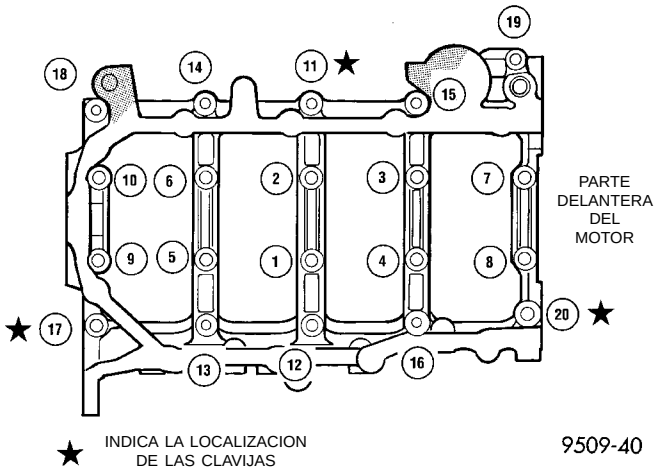

Fig. 70 Secuencia de torsión de las tapas de cojinete principal/bancada
(5) Instale los cojinetes principales inferiores en la tapa/bancada del cojinete principal. Cerciórese de que las lengüetas de cojinete se asienten en las muescas de la bancada. Instale el cojinete principal/bancada en el bloque del motor.
(6) Antes de instalar los pernos, deben engrasarse las roscas con aceite de motor limpio. Limpie el exceso de aceite.
(7) Instale apretando a mano los pernos 11, 17 y 20 de la bancada del cojinete principal al bloque del motor. Apriete estos pernos juntos hasta que la bancada toque el bloque de cilindros. Apriete los pernos con una torsión de 30 N·m (22 lbs. pie) (Fig. 70).
(8) Instale los pernos de la bancada del cojinete principal al bloque del motor (del 1 al 10) y apriete
cada perno con una torsión de 81 N·m (60 lbs. pie), en la secuencia que se muestra en la (Fig. 70).
(9) Instale los pernos de la bancada del cojinete principal al bloque del motor (11 al 20), con los espárragos del deflector en las posiciones 12, 13 y 16 y apriete cada perno con una torsión de 30 N·m (22 lbs. pie), en la secuencia que se muestra en la (Fig. 70).
(10) Después de instalar la bancada del cojinete principal, verifique la torsión de giro del cigüeñal. Esta no debe exceder los 5,6 N·m (50 lbs. pulg.).
(11) Instale la bomba de aceite. Si debe verificarse el juego longitudinal del cigüeñal, consulte los procedimientos de servicio en esta sección.
(12) Instale la rueda dentada del cigüeñal.
(13) Instale el adaptador del filtro de aceite y el filtro. Consulte el procedimiento descrito en esta sección.